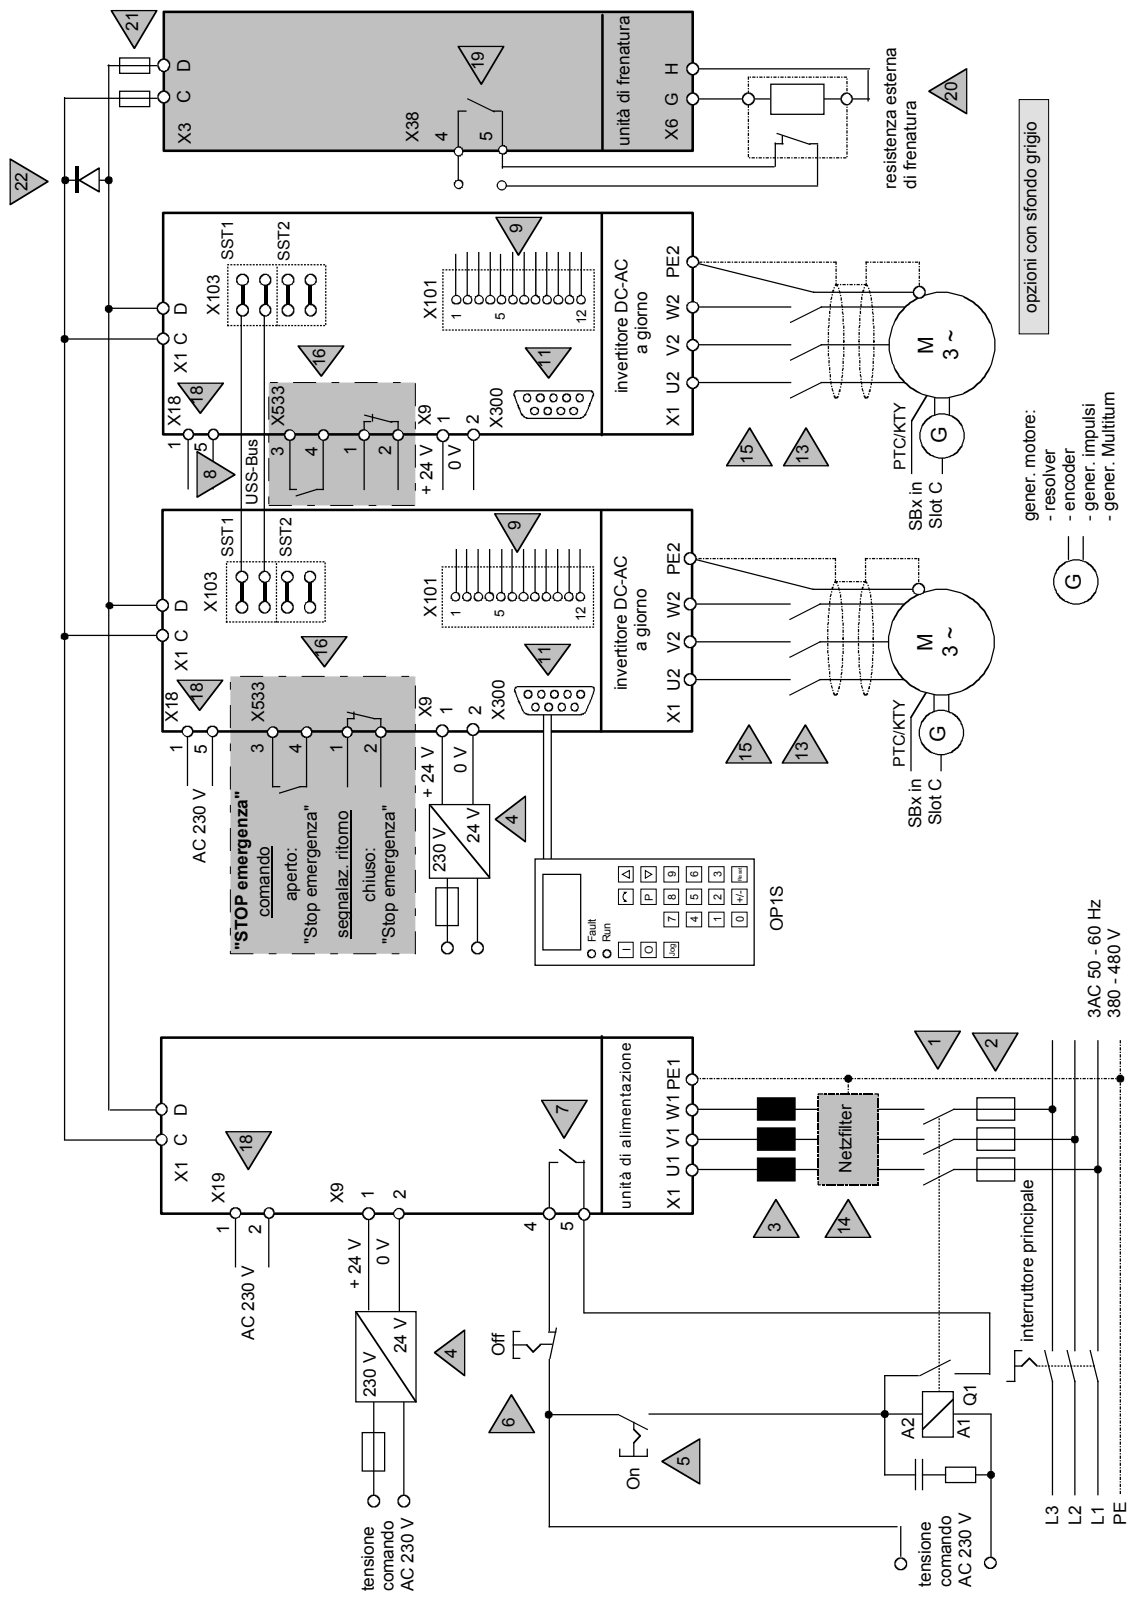

Fig. 2-6 Esempio costruzione azionamento pluriasse con apparecchi a giorno
- azionamento pluriasse con apparecchi a giorno (vedi fig. 2-6 a pagina 2-11)